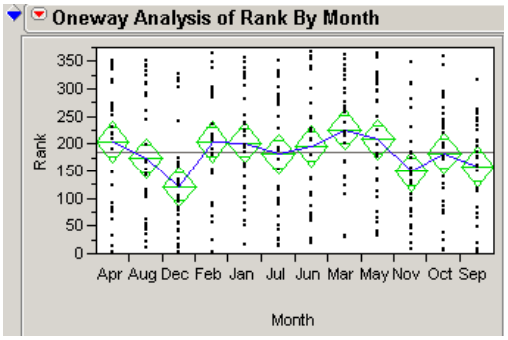

Figure 18: Oneway Anova of Rank by Month
3. Click **OK**. Figure 18 shows the results.